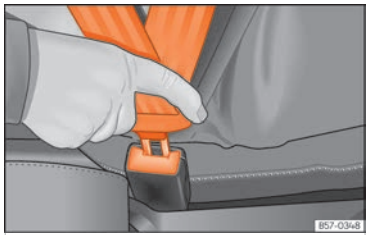

Fig. 24 Insertar la lengüeta del cinturón de seguridad en su cierre.
- Encastre la lengüeta en el cierre del asiento correspondiente ››› fig. 24.